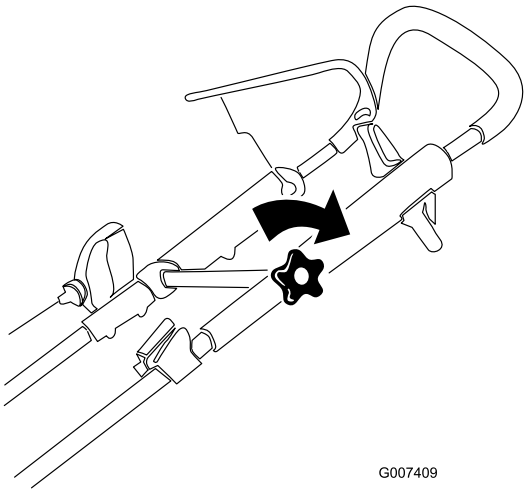

Figuur 14
3. Draai de bovenste handgreepknop stevig vast (Figuur 14).